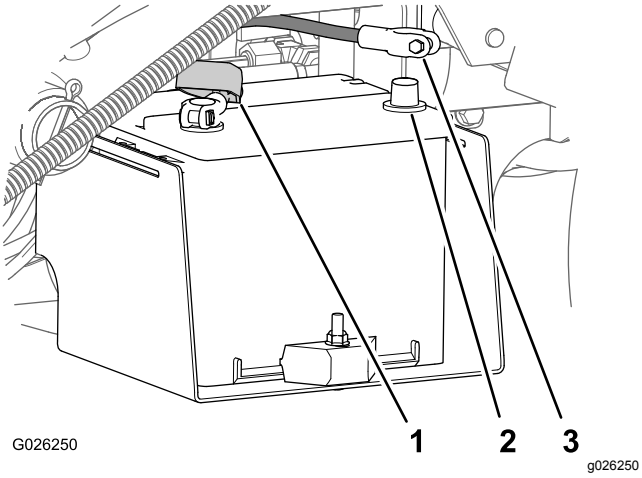

**Figur 5**
3. Koble den positive kabelen (rød) til den positive (+) polen på batteriet, og fest kabelen med boltene og mutrene (Figur 5).